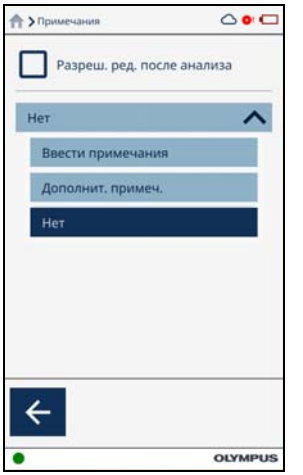

Рис. 2-25 Строка Дополнительные примечания
1. Нажмите на стрелку в строке **Нет** для отображения **Дополнит. примеч.** (см. Рис. 2-25 на стр. 38).